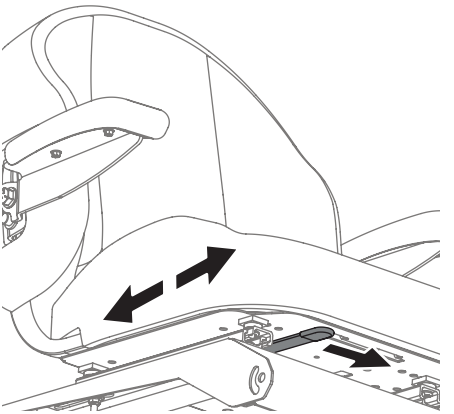

Fig. 17
3. Suelte la palanca de ajuste. Asegúrese de que el asiento esté fijo en su posición antes de operar el tractor (Fig. 17).